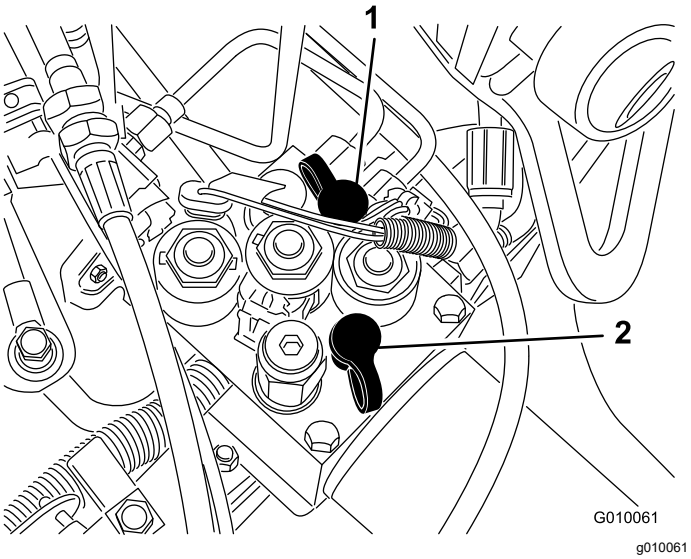

**Figure 65**
- Test Port G 2 (Figure 65) is used to assist in trouble shooting the traction charge circuit.
- Test Port G 1 (Figure 65) is used to assist in trouble shooting the lift circuit pressure.